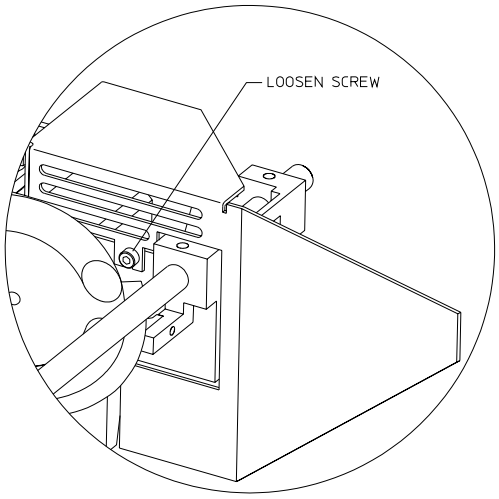

FIGURE 3-5. Removing the Finger Guard/Baffle Plate
2) Loosen the screw holding the finger guard/baffle plate just behind the film wedge (Figure 3-5). Easiest access to the screw is through the hole in the film wedge.